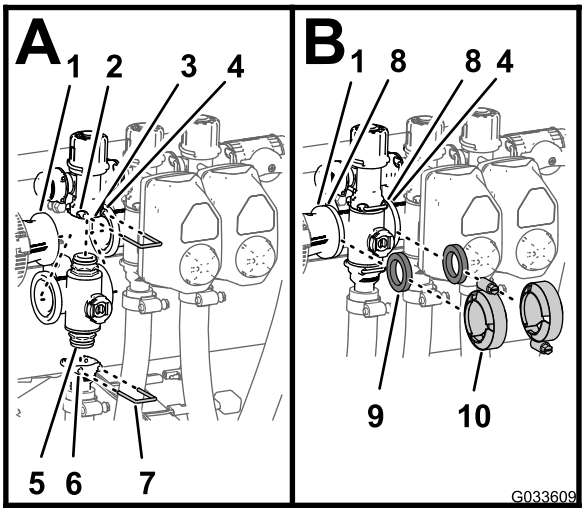

Figur 128
1. Sett den øvre kappkoblingen på manifoldventilen inn i omløpskoblingen (Figur 128 A).
2. Fest kappkoblingen til omløpskoblingen ved å sette en holder i sokkelen på omløpskoblingen (Figur 128 A).
3. Fest uttaksnippelen på den nedre kappkoblingen på manifoldventilen (Figur 128 A).